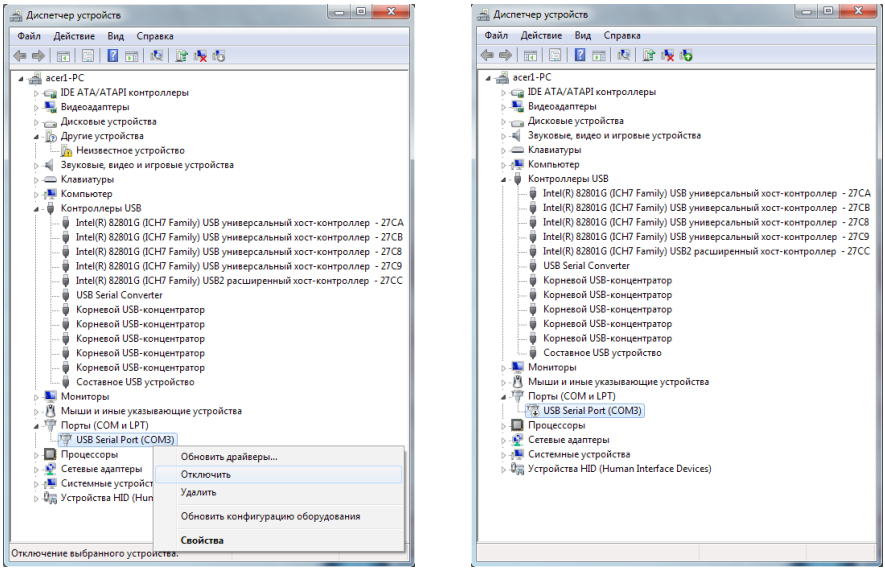

Рис.3. Установка драйверов для Microsoft Windows 7.
- Для нормального функционирования приборов АвтоГРАФ-GSM в среде Windows 7, необходимо отключить последовательный порт, созданный в процессе установки драйверов. Для этого необходимо щелкнуть правой кнопкой на устройстве USB Serial Port (COMx) (в разделе «Порты COM и LPT») и в появившемся контекстном меню выбрать пункт «Отключить», при этом значок устройства изменится с на , как показано на Рис.3